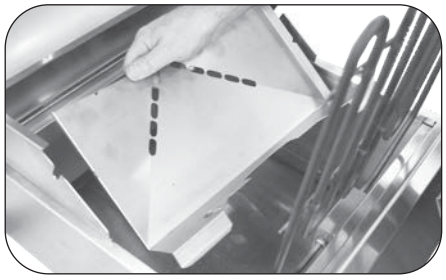

**Fig. 22-5** Remove front liner
6. Move the front liner slightly toward the back of the grill, then lift up and out (Fig. 22-5).